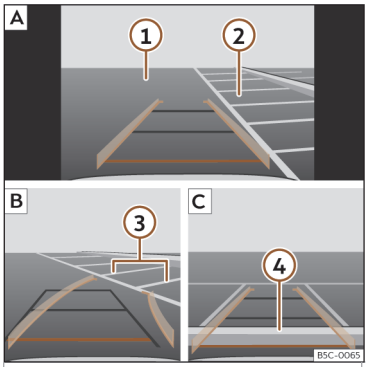

Abb. 186 Anzeige auf dem Bildschirm des Infotainment-Systems: einparken mit dem Rückfahrassistenten.
Legende zu **Abb. 186**:
- Bringen Sie das Fahrzeug vor die Parklücke ››› **Abb. 186** ② A.
- Fahren Sie rückwärts und drehen Sie das Lenkrad so, dass die gelben Linien in die Parklücke weisen. Die grünen und gelben Linien müssen mit den seitlichen Begrenzungslinien übereinstimmen ③ B.
- Halten Sie das Fahrzeug an, wenn die rote Linie die hintere Begrenzung erreicht hat ④ C.